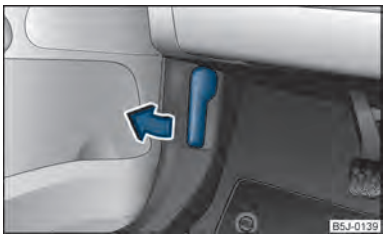

Fig. 126 Leva di sbloccaggio cofano motore
– Tirare la leva di sbloccaggio disposta inferiormente alla plancia portastrumenti sul lato sinistro ⇒ fig. 126.
– Sbloccare il cofano motore ⇒ fig. 126.